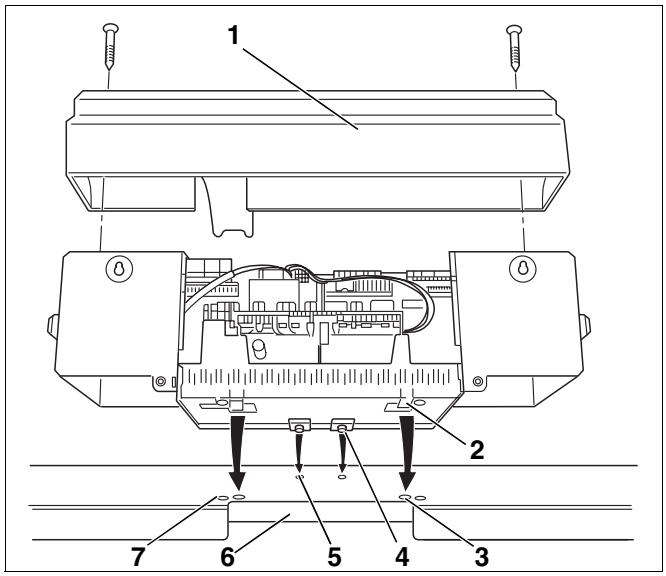

Rys. 27 Montaż sterownika
Na rys. 27 przedstawiono widok sterownika i przedniej pokrywy (rys. 27, **poz. 1**) od tyłu.
- Odkręcić obie śruby w pokrywie (rys. 27, **poz. 1**). Zdjąć do góry tę pokrywę.
- Wstawić sterownik z przodu hakami zaczepowymi (rys. 27, **poz. 4**) w owalne otwory przedniej pokrywy kotła (rys. 27, **poz. 5**).
- Przesunąć sterownik do przodu, a następnie odchylić do tyłu. Elastyczne haki (rys. 27, **poz. 2**) muszą wskoczyć w prostokątne otwory przedniej pokrywy kotła (rys. 27, **poz. 3**).
- Przykręcić podstawę sterownika z prawej i lewej strony przelotki kabla (rys. 27, **poz. 6**) na przedniej pokrywie kotła, wkręcając w otwory dwa blachowkręty (rys. 27, **poz. 7**).
- Ponownie zamontować pokrywę (rys. 27**,** strona 33) na sterowniku.
- Przy pomocy śrub (rys. 27**,** strona 33) zabezpieczyć pokrywę sterownika.